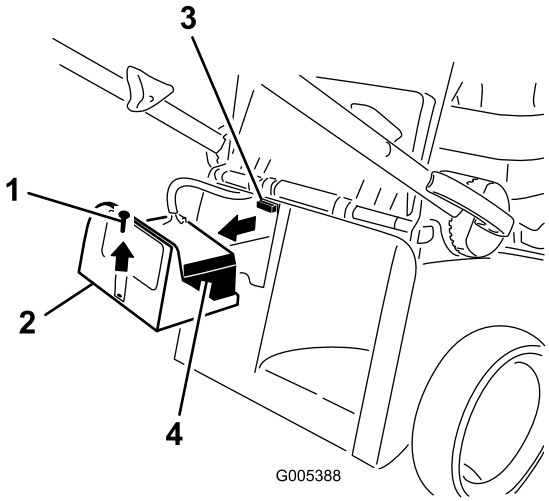

Figur 8
1. Fjern batterideksel og batteriet, og finn sikringsholderen (Figur 8).